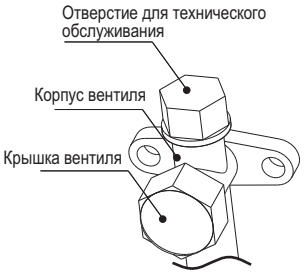

Рисунок 6-2
– После завершения монтажа и перед тестовым запуском откройте вентили. Каждый наружный блок оснащен двумя вентилями различного размера (Рисунок 6-2). Один из этих вентилей — это вентиль газа, а второй — вентиль жидкости.